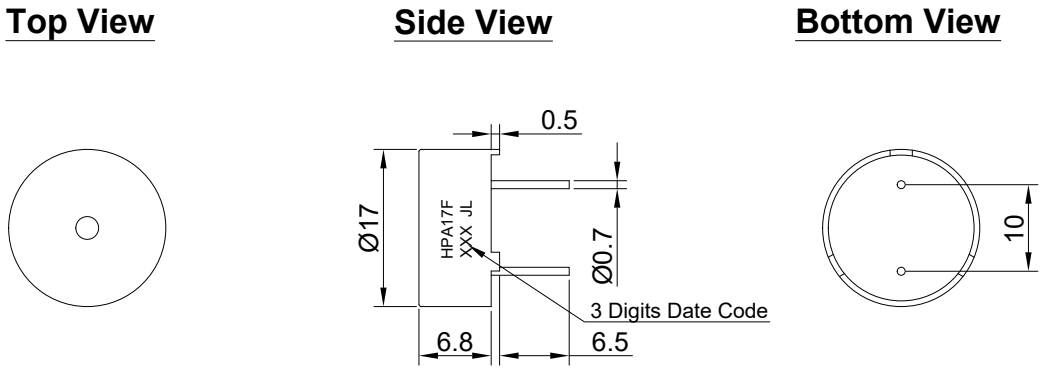

Figure 3. HPA17F Mechanical Layout
4.3.1. Layout and Dimension : See Section 6, Figure 3